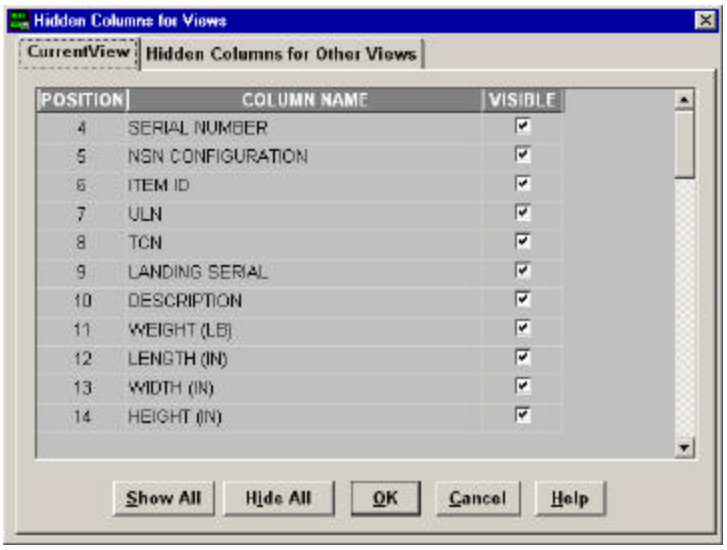

Figure 5.
c. **Hidding Fields**: Select **WINDOW CUSTOMIZE VIEW** option to acativate the Hidden Columns window (see Figure 5.) Fields with a checkmark are visible in the current view. UIC, NSN, and Package ID are required fields and cannot be hidden.